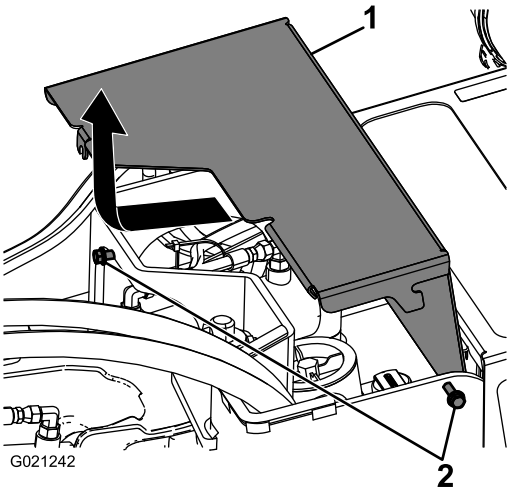

Figuur 24
2. Verwijder de (2) schroeven waarmee de voorkap aan de machine is bevestigd (Figuur 24).
3. Schuif de kap een beetje naar voren en trek ze naar boven om ze te verwijderen (Figuur 24).
2. Schuif de voorkap op haar plaats en draai de 2 schroeven vast om ze aan de machine te bevestigen (Figuur 24).